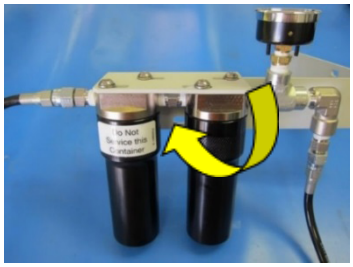

*Figur 23: Aftagning af filterhus*
2. Skru filterpatronhuset af ved at dreje det mod uret. Se Figur 23 nedenfor.